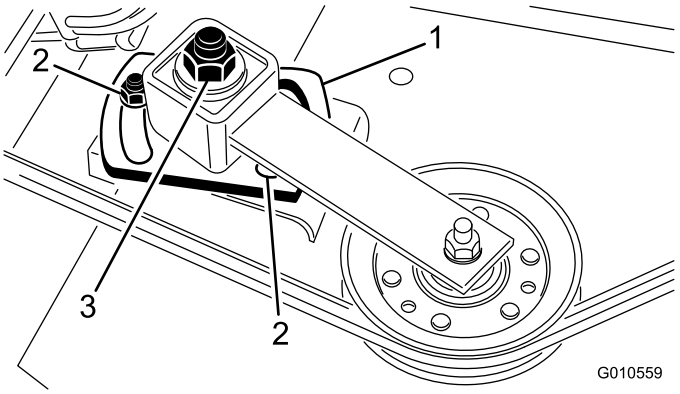

Figure 30
5. A l'aide d'une douille et d'une clé dynamométrique, serrez l'écrou de réglage de la poulie de tension à un couple de 47 à 54 Nm (Figure 30).